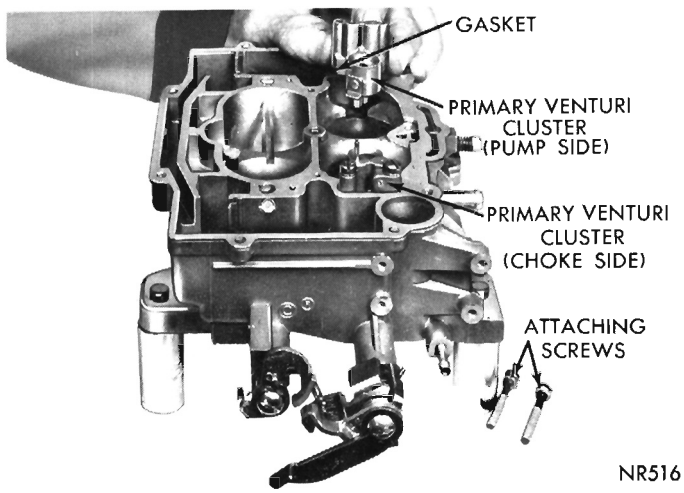

Fig. 5—Removing or Installing Primary Venturi Cluster
(4) Remove screws that attach primary venturi (choke and pump side) to main body. Lift venturi straight up and away from main body, (Fig. 5). Discard gaskets. **The venturi assemblies are not interchangeable, side for side and must be reinstalled in their original locations at reassembly.**
(5) Using Tool T-109-59, screw driver bit, remove accelerator pump intake check valve located inside fuel bowl, adjacent to accelerator pump cylinder.
(6) Remove idle mixture adjusting screw. **(Caution: This screw has a left hand thread.)**
(4) **Be sure all the metering holes and vent tubes are clean, in the primary venturi.** Place new primary venturi gaskets in position, then install the primary venturi (pump and choke side) by lowering straight down on gaskets. (Fig. 5). Install attaching screws and tighten securely.